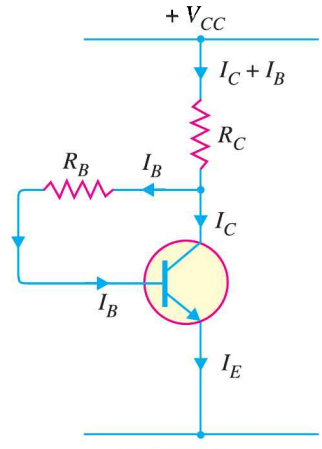

Fig. 9.19
In this method, one end of R_B is connected to the base and the other end to the collector as shown in Fig. 9.19. Here, the required zero signal base current is determined *not* by V_{CC} but by the collector-base voltage V_{CB}. It is clear that V_{CB} forward biases the base-emitter junction and hence base current I_B flows through R_B. This causes the zero signal collector current to flow in the circuit.
Circuit analysis. The required value of R_B needed to give the zero signal current I_C can be determined as follows. Referring to Fig. 9.19,
Note. It can be easily proved (See **example 9.17) that Q-point values (I_C and V_{CE}) for the circuit shown in Fig. 9.19 are given by ;
** Put $R_E = 0$ for the expression of I_C in exmaple 9.17. It is because in the present circuit (Fig. 9.19), there is no R_E.